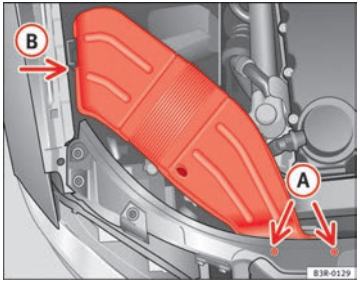

Abb. 202 Luftführungshutze an rechter Fahrzeugseite
– Drehen Sie die Schrauben (A) ⇒ Abb. 202 heraus.
– Ziehen Sie die Luftführungshutze aus der Führung (B) und nehmen Sie diese heraus. ■